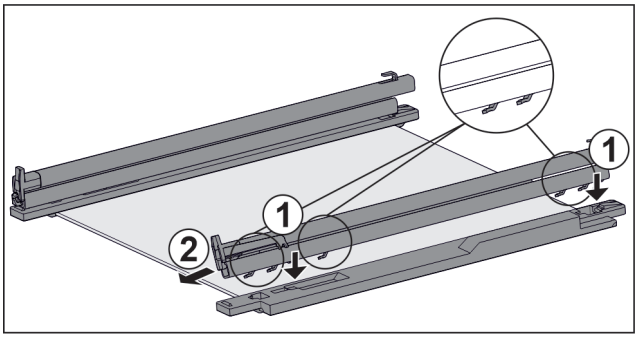

Fig. 202 带轨道和固定件的玻璃隔板
▶ 将轨道的挂钩放到**左侧**固定件的孔上。 *Fig. 202 (1)*
▶ 向前拉轨道。 *Fig. 202 (2)*
▶ 将轨道的挂钩放到**右侧**固定件的孔上。 *Fig. 202 (1)*